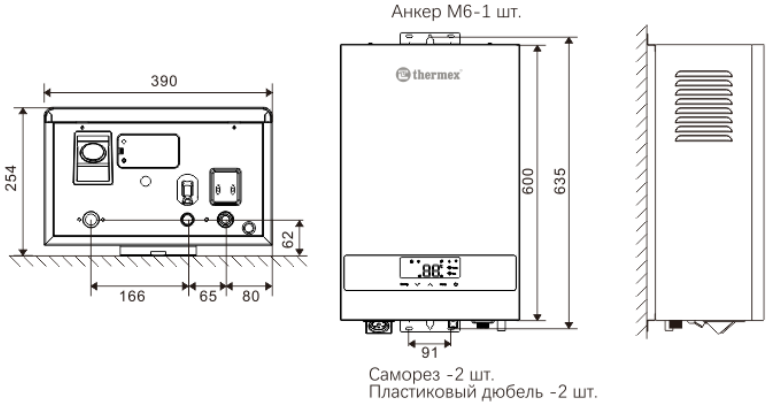

Рис. 7. Монтажные размеры
7.4.1. Размещение прибора на стене (Рис.7)